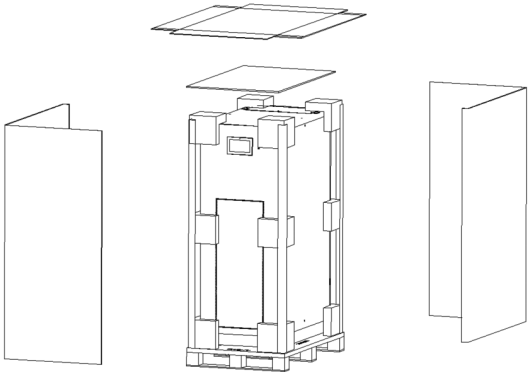

*Рисунок 3.4. Разборка ящика*
3. Демонтировать сначала верхнюю крышку деревянной обрешётки со стальным кантом с помощью гвоздодера и клещей, а затем боковые стенки (см. Рисунок 3.4).